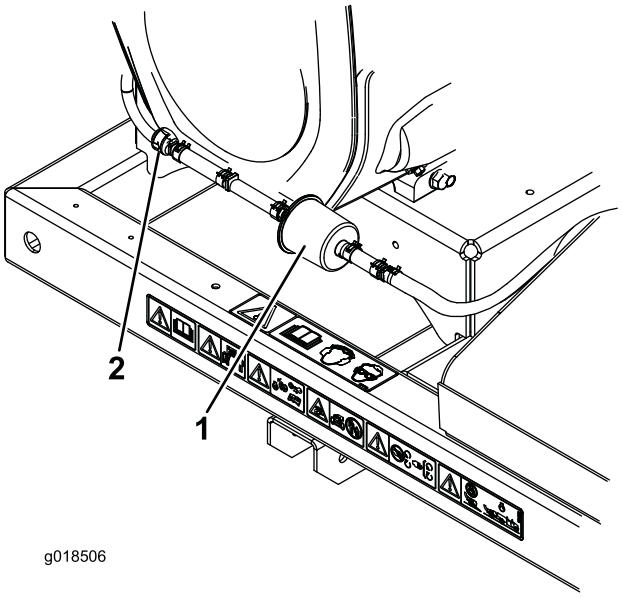

**Figur 18**
2. Flyt slangeklemmerne af fjedertypen på begge sider af udluftningsrørets filter til kulfiberbeholderen væk fra filteret (Figur 18).
3. Fjern og kassér kulfilteret (Figur 18).
4. Indsæt et nyt filter i slangen med pilen på filteret pegende hen imod kontraventilen og sæt det fast med slangeklemmer (Figur 18).